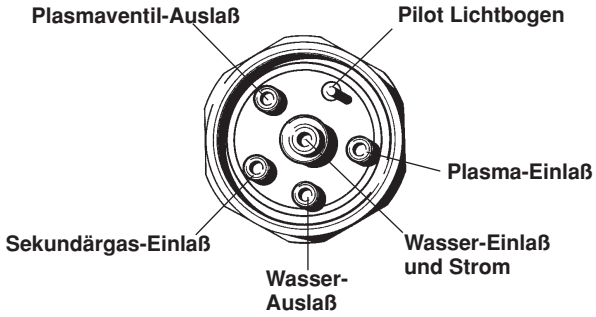

Abbildung 3-31 Brenner einsatz PAC184/PAC186 Gas-, Kühlmittel- und Pilotlichtbogen-Anschlüsse
1. Brenneranschlüsse an der Fassung der Schnellkupplung ausrichten und einrasten. Siehe Abb. 3-31.
Gefrierendes Brenner-Kühlmittel kann zu gesprungenem Brennerkopf, gerissenen Leitungen oder anderen Schäden am Brenner-Kühlsystem führen. Bei Betriebstemperaturen von weniger als -12 °C muß der Propylen-Glykol-Anteil erhöht werden. Siehe Abbildung 3-31.